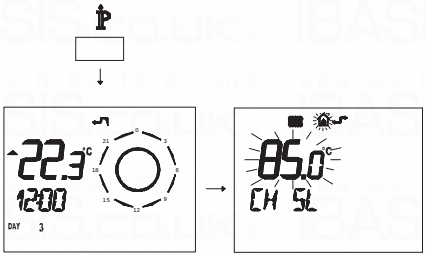

Fig. 7.25
- Press button INFO for more than 3 seconds to enter in INFO (Fig. 7.25) mode.